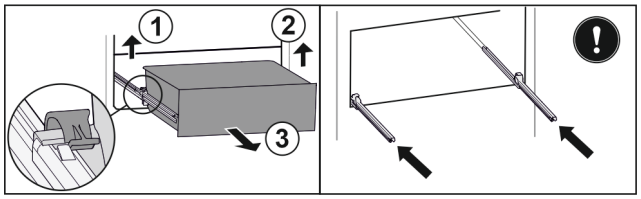

Fig. 185
▶ Lift left clamp and simultaneously pull drawer forwards on the left. *Fig. 185 (1)*
▶ Lift right clamp and simultaneously pull drawer forwards on the right. *Fig. 185 (2)*
▶ Remove drawer to the front. *Fig. 185 (3)*